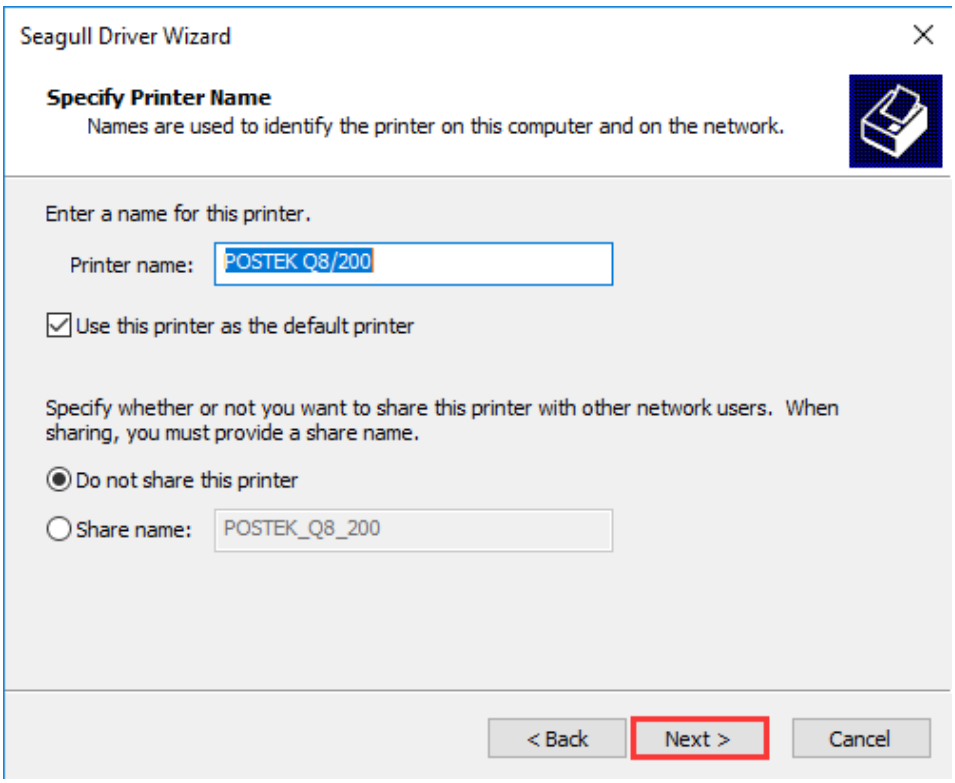

Figure 2-24 Specify Printer Name
8. On the "Specify Printer Name" screen, enter a name for the printer, as shown in Figure 2-24, then click "Next" to finish the driver installation.